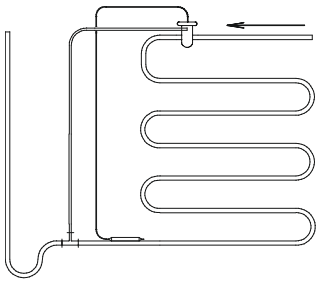

Abb. 1.7 Richtig
33. Erklären Sie die unter „Falsch“ vorhandenen Fehler 1 – 3 (Abb. 1.7 und 1.8).